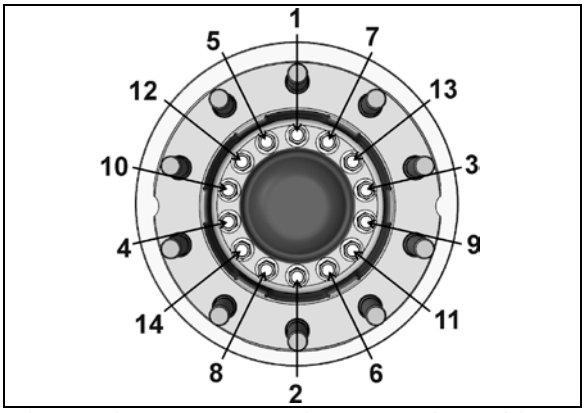

**FIGURE 24: HUB FLANGE HEX CAP SCREW TIGHTENING SEQUENCE**
12. Secure hub flange and rotor to unitized hub bearing using 14 hub flange cap screws. Refer to FIGURE 24 for tightening sequence.